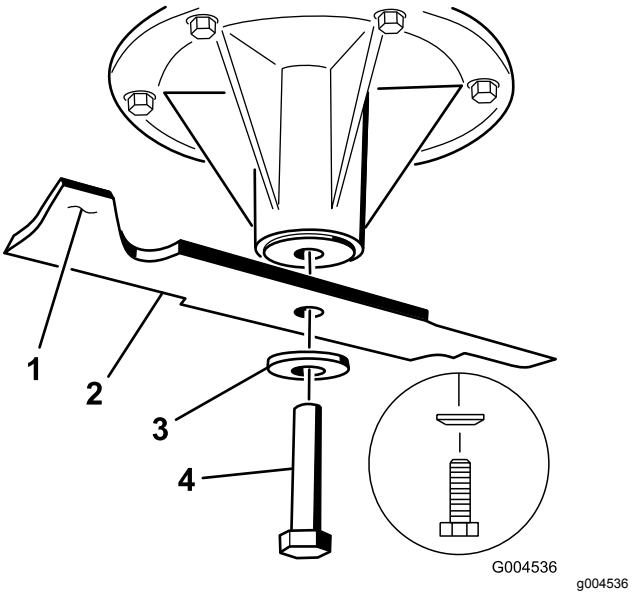

Figur 86
1. Monter kniven på spindelakselen (Figur 86).
2. Monter fjærskiven og knivbolten (Figur 86).